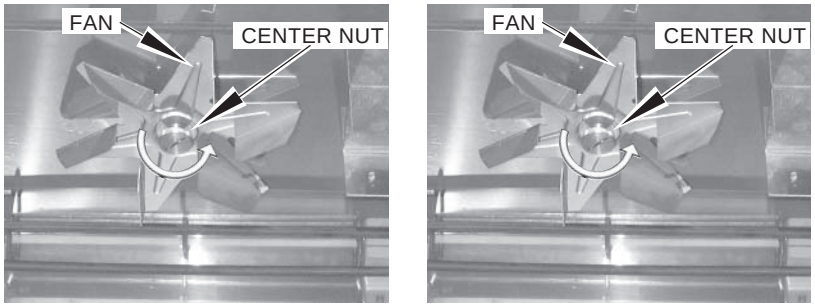

Fig. 68
9. After cleaning, reinstall 2 fan blades: Mate D-shaped hole on fan onto D-shaped shaft; then tighten nut (counterclockwise) (Fig. 68).